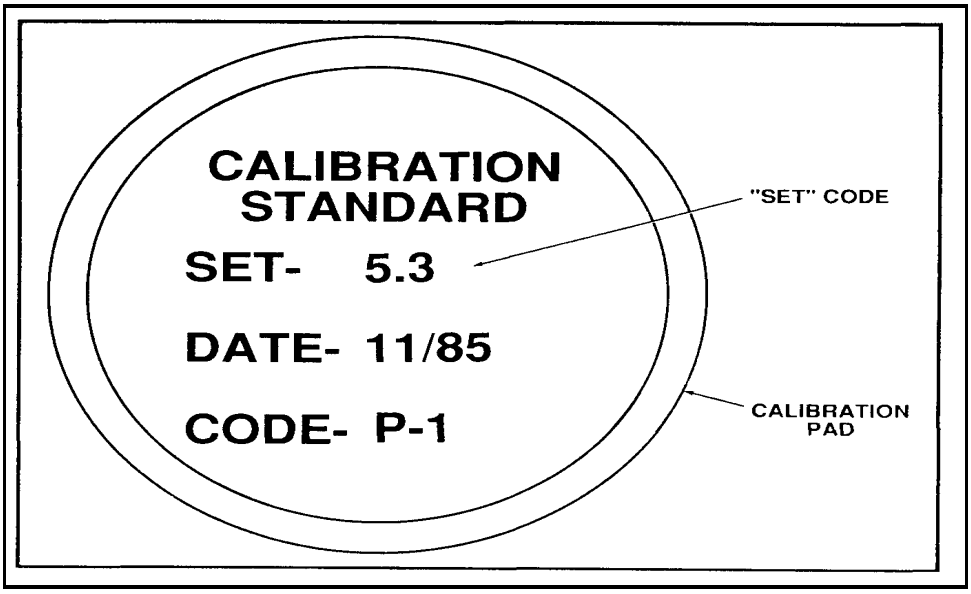

Figure E-3. Calibration pad and calibration set code
• Remove the calibration pad stored in the kit. Always handle the pad with tweezers The pad is covered with a clear plastic shielding and has a coding standard written on one side. Note the "SET" code in the center of the pad, this is the calibration setting you will use for calibrating. The sample pad in Figure E-3, page E-3, has a calibration set code of "5.3." Ensure that the calibration and fluorescing standard are a matched set. The fluorescing standard located under the hinged light shield has an alphanumeric code, and should match the code on the calibration standard. Although the "SET" numbers on the standards may or may not be the same, the code for the standards must be the same. You should label or mark the detector with the calibration/fluorescing code to ensure the proper pad is used during calibration. Matched standard sets can be ordered under NSN 6630-01-245-5989.